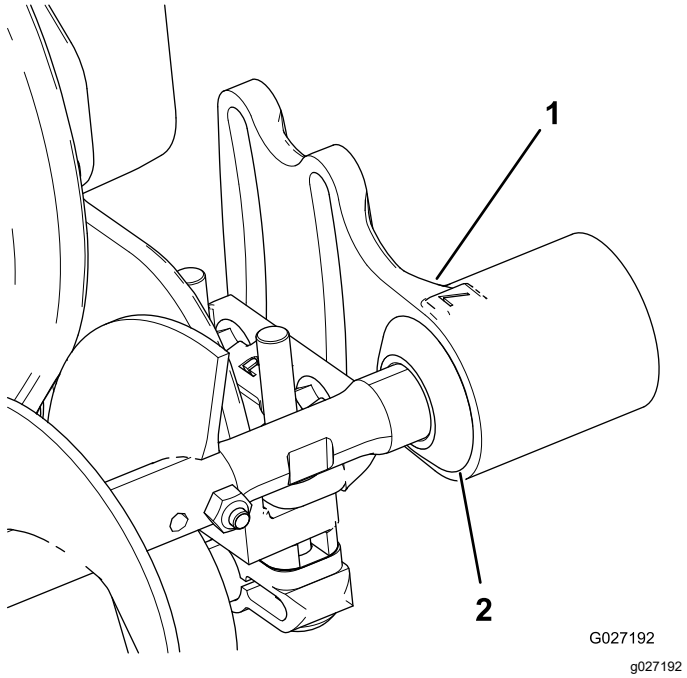

Bild 11
1. Schieben Sie jede Abschlussdichtung nach außen, bis die Lippendichtungen gerade jedes Lagergehäuse berühren (Bild 11).